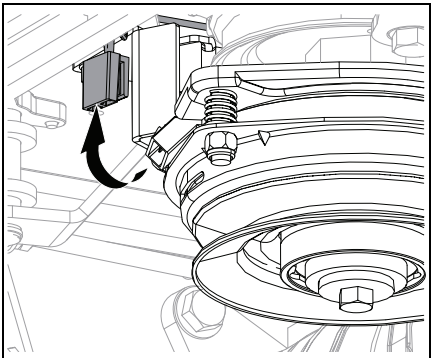

Figure 57
6. Disconnect clutch wire. See Figure 57.